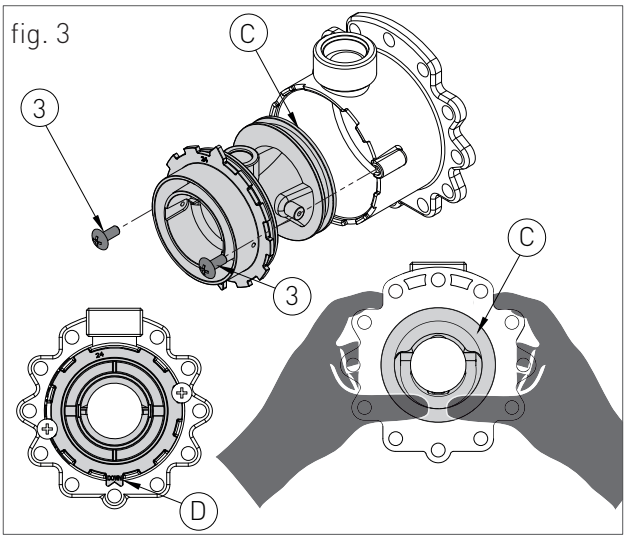

fig. 3
- svitare le due viti '3' (fig.3) e fare pressione sul lato posteriore del corpo venturi 'C' (fig.3);
- sostituire il corpo venturi con quello adatto al tipo di gas di rete (cod. 30-00225 per metano / cod. 30-00226 per GPL) e assicurarsi che l'orientamento del dente 'D' (fig.3) sia verso il basso sulla ghiera in alluminio (vedi fig.3);